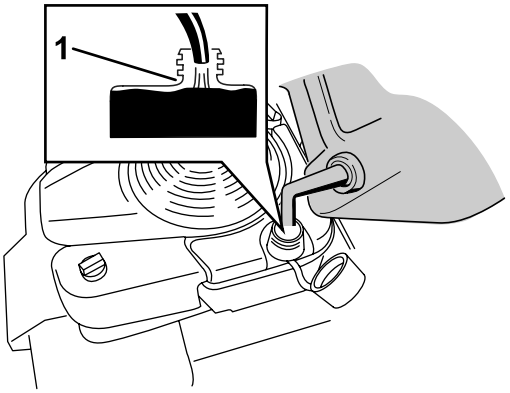

Rysunek 12
1. Oczyść obszar wokół korka wlewu paliwa i odkręć korek (Rysunek 12).